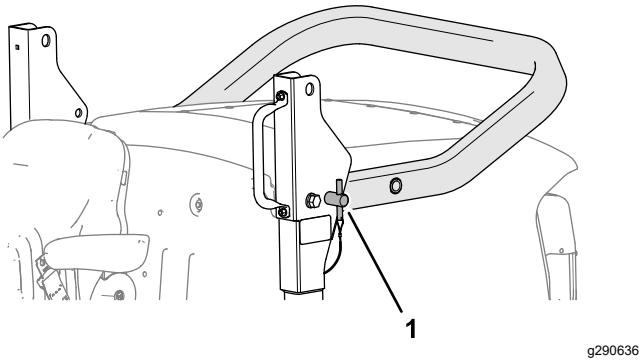

**Figur 27**
5. Indsæt styrtbøjlestifterne i de nederste huller i aksebeslagene (Figur 27).